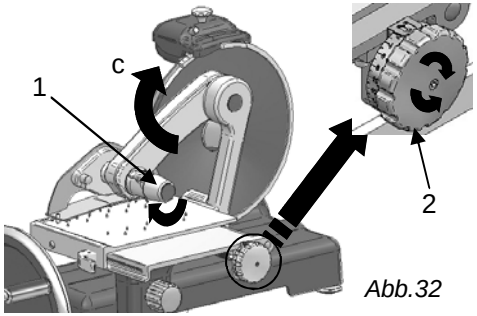

Abb.32
1. Mit dem Drehgriff (*Abb. 32 Detail 1*) den Arm auslösen und heben (Abb. *32 Detail c*);
3. Mit dem Dickenregler (*Abb.32 Detail 2*) die gewünschte Scheibendicke einstellen;